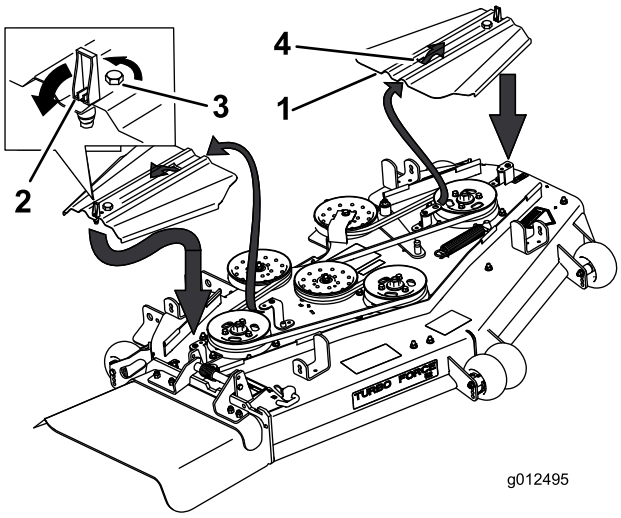

Figur 67
5. Fjern beltedeksler og boltene som er festet til dem (Figur 67).
12. Monter remdekselet ved å føre dekselet inn på tappen, stram boltene og låse det (Figur 67).